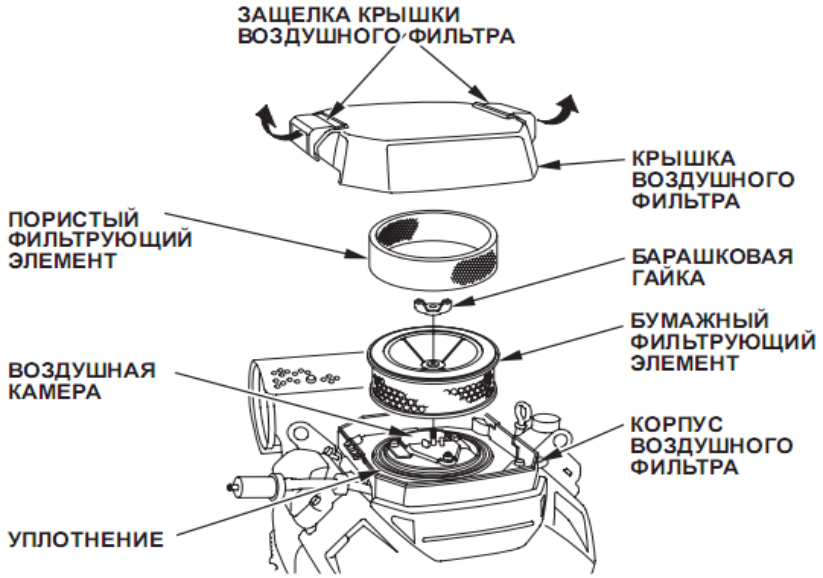

Рис. 6
1. Потяните защелку крышки воздухоочистителя, открывая ее, и снимите крышку (рис. 6)